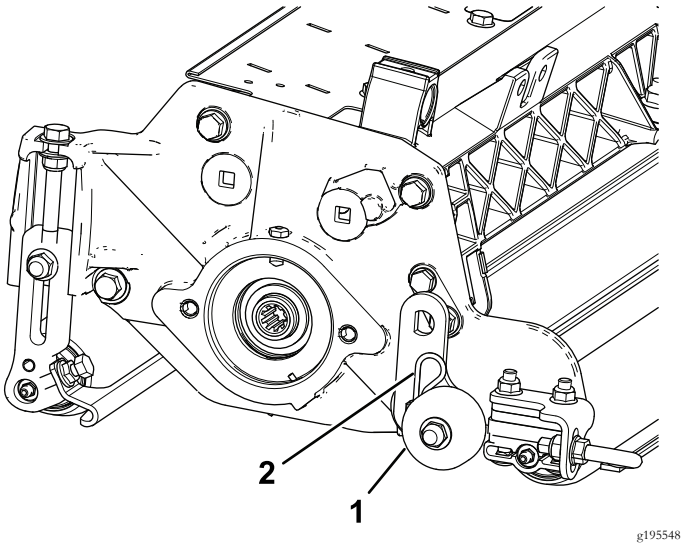

Bild 4
2. Befestigen Sie eine Transportrollenhalterung mit einem Splint an jedem Seitenplattenbolzen (Bild 4).